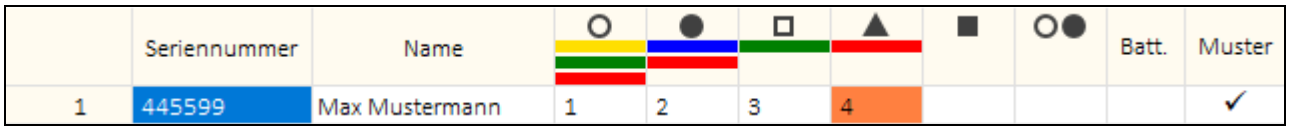

Abb. 8. Information über die aktuell gedrückte Handsendertaste.
– orange (Abb. 8) – aktuell gedrückte Taste.